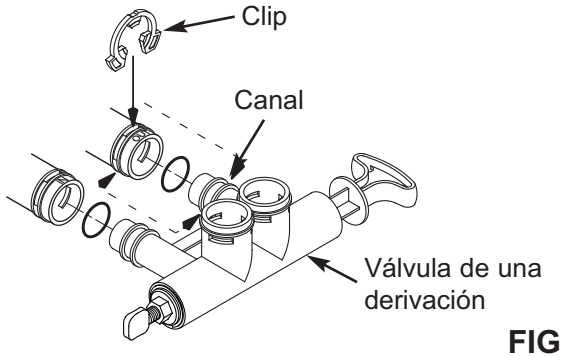

FIG. 12
5. Empuje la válvula de una derivación en la válvula del ablandador hasta donde llegue. Fije los dos clips grandes de soporte en su lugar, desde arriba hacia abajo, tal como se muestra en las Fig. 12 y 13.